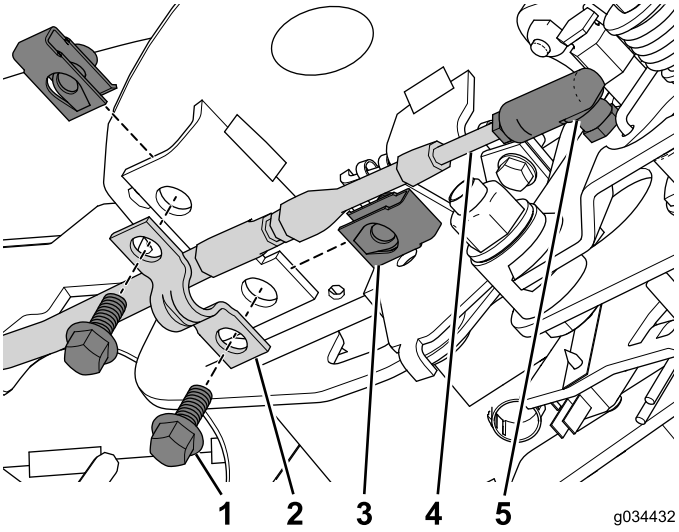

Figura 25
3. Collegate il cavo di blocco in folle al connettore del cavo (Figura 25).
4. Montate il dado di fissaggio sul gruppo consolle (Figura 25).
5. Utilizzate i 2 bulloni (1/4 x 5/8 poll.) per fissare il cavo con il serrafilo al gruppo consolle (Figura 25).